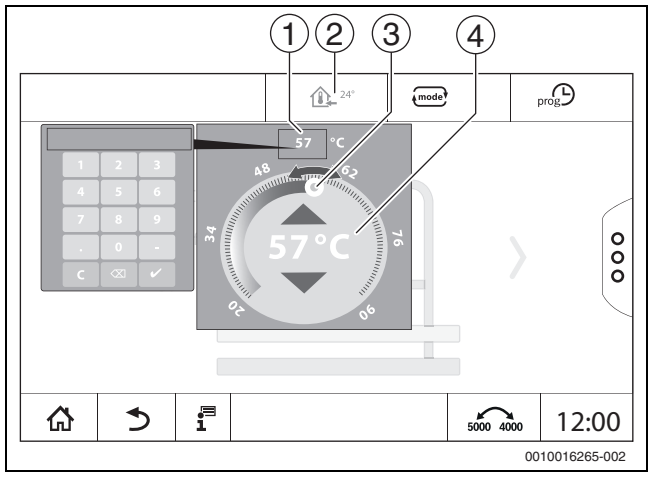

Fig. 19 Réglage de la température (exemple)
▶ Effleurer le symbole de température (→ fig. 19, [2]).
▶ Sélectionner le curseur circulaire (→ fig. 19, [3]), le maintenir et le placer à la température souhaitée.
▶ Effleurer l'affichage de la température (→ fig. 19, [1]) et saisir la température souhaitée sur le pavé numérique s'ouvrant.